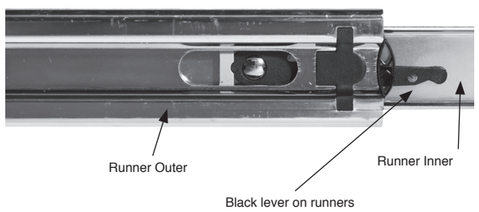

FIG 3
Step 3 – Remove the inner runner with collar and door bracket attached (refer FIG 3 & 4)